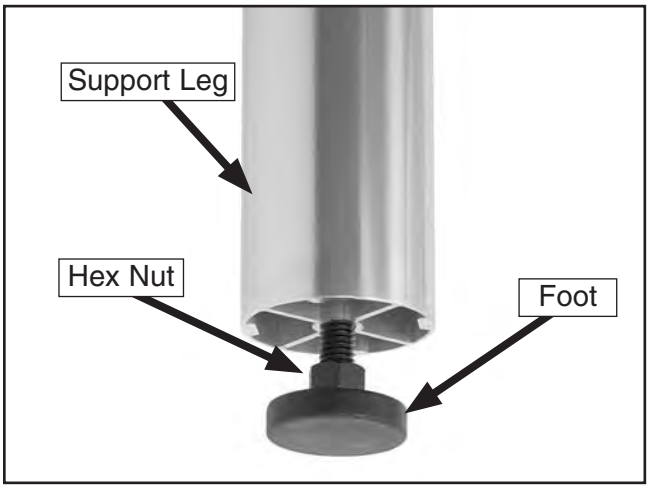

Figure 19. Foot installed on support leg.
8. Install each foot with a ⅜-16 hex nut onto into the bottom of a support leg, as shown in **Figure 19**.